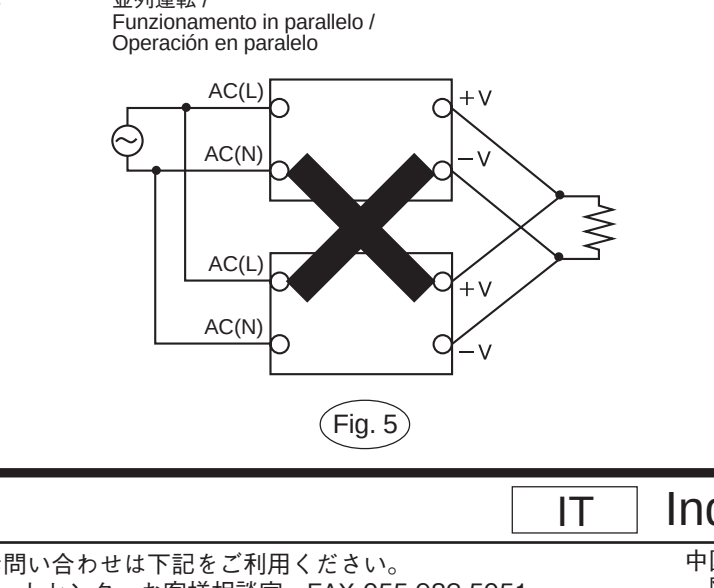

Fig. 5
■ Funcionamiento paralelo (Fig.5)